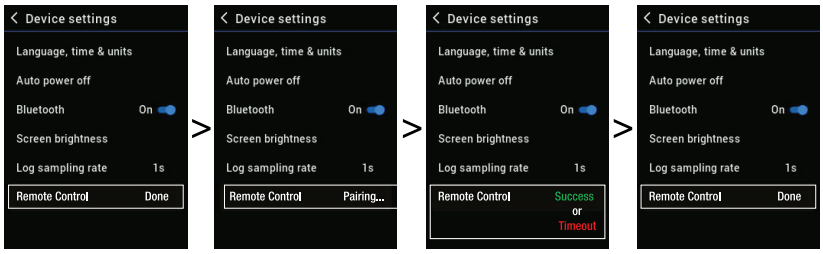

**Figure 15.2** Remote controller pairing screens in the Device Settings menu.
6. Press and hold both TA93 buttons and monitor the DM266 screen for status (see Figure 15.2. below).